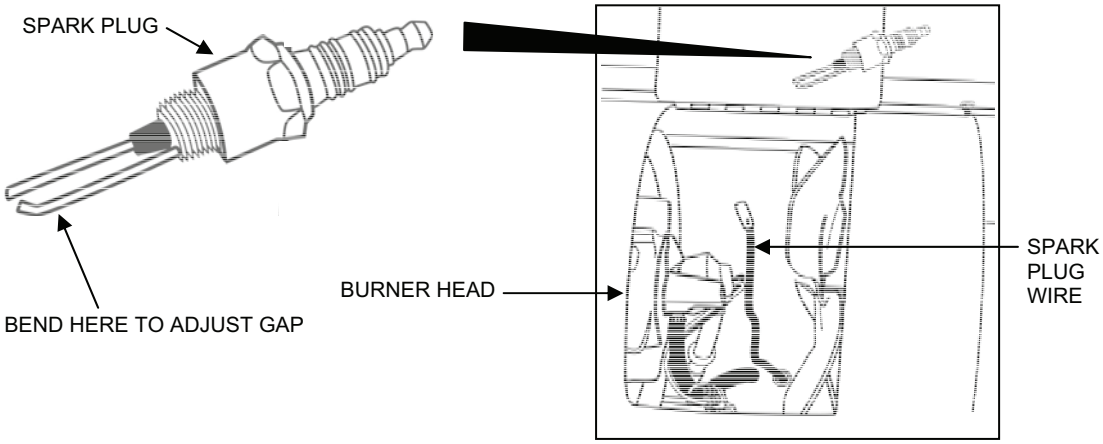

Figure 3. Diesel Heater Spark Plug Removal and Adjustment.
1. Remove the diesel heater spark plug as follows (Figure 3):